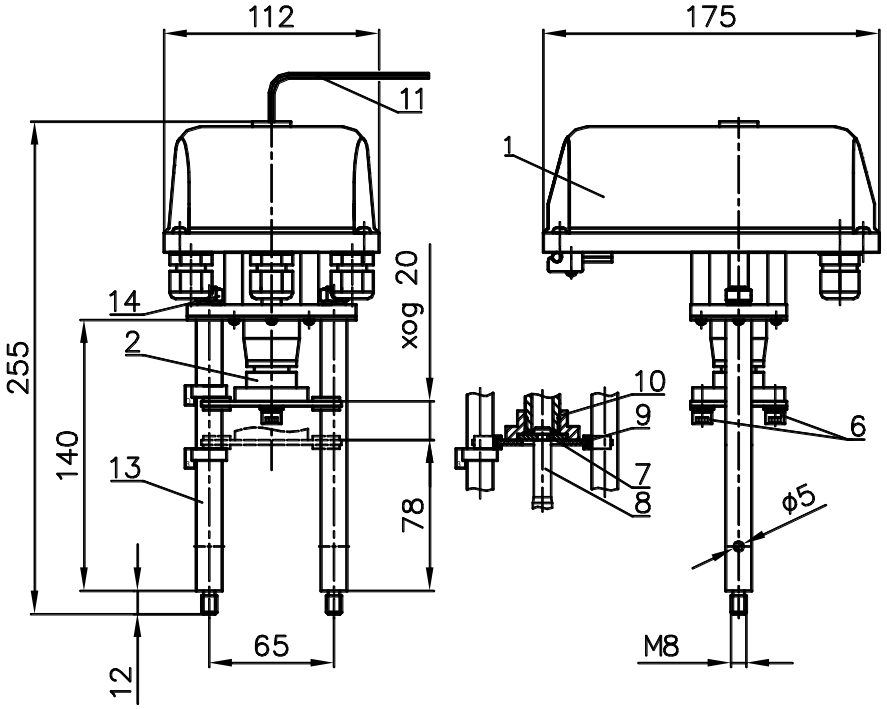

Рисунок 1 - ВЭП-125М
- электропривод (рисунок 1 – позиция1);
- винтовая передача (рисунок 1 – позиция 2).